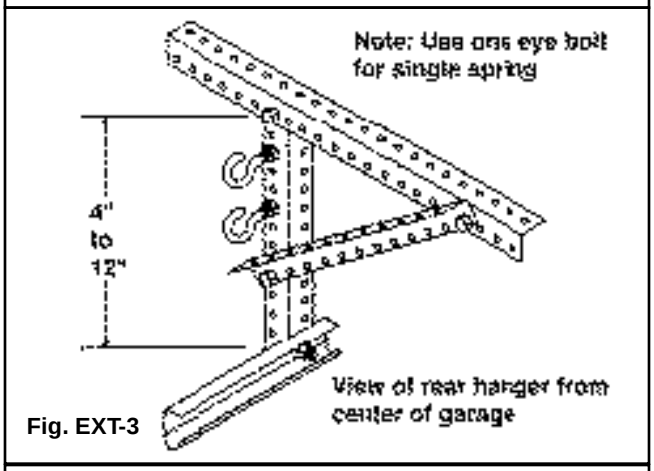

Fig. EXT-3
**Step 3:** Attach the eye bolts with one $^5/_{16}$" nut on each side of the rear hanger. The eyebolts should be about 12 inches above the track to keep the spring assembly from dragging on the track. The eyebolts can be as low as 4 inches above the track if you have space problems. Tighten the eyebolt nuts. (FIG. EXT-3)